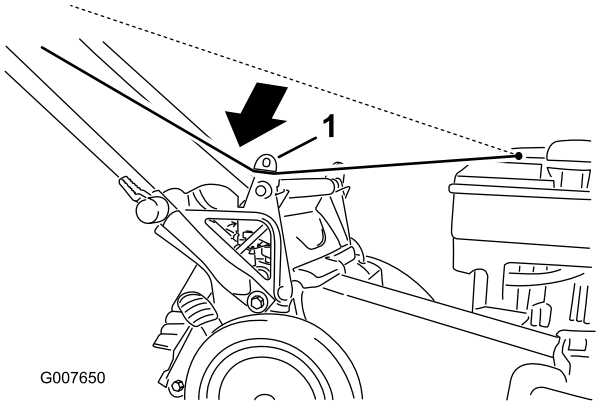

Figur 21
1. För in startsnöret längs den nedre styrningen (Figur 21).